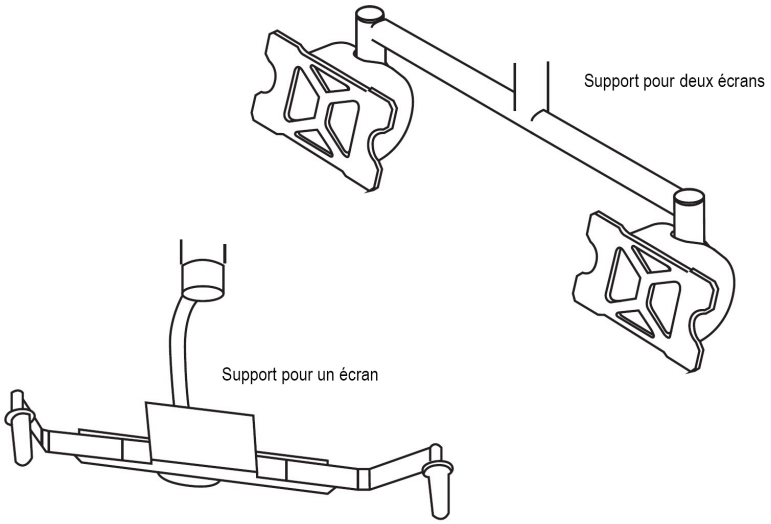
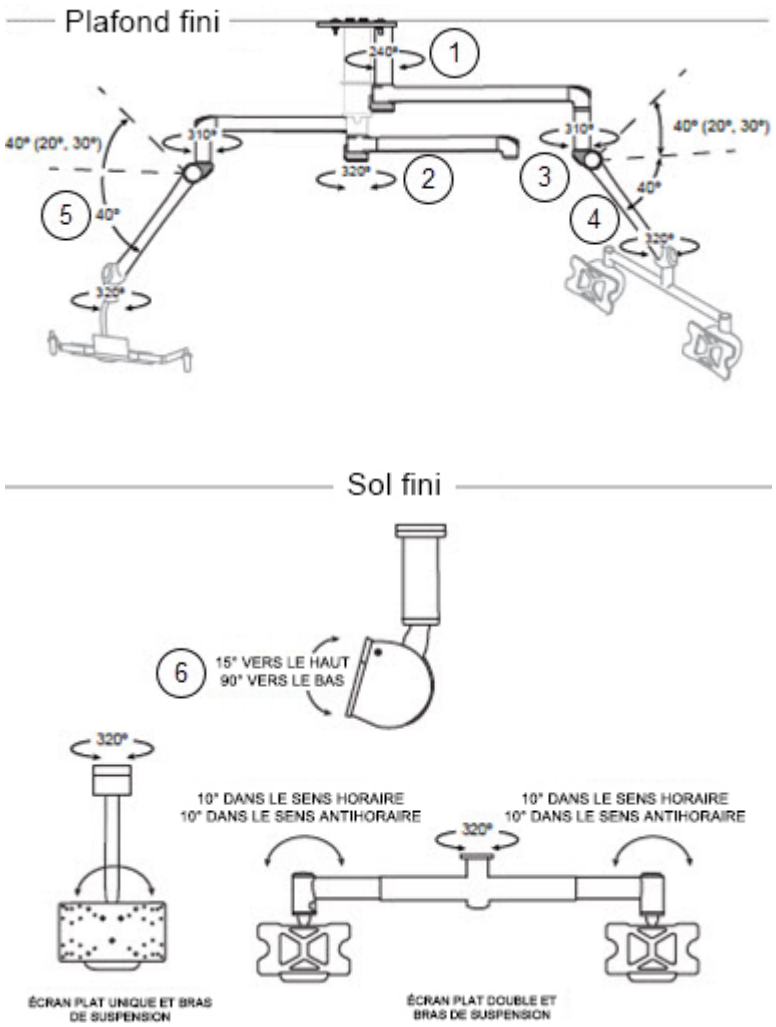

Figure 6-47. Bras pour écran du système d’éclairage chirurgical HarmonyAIR™ A-Series, partie 1
Figure 6-48. Bras pour écran du système d'éclairage chirurgical HarmonyAIR™ A-Series, partie 2
Consultez les *Figure 6-47* et *Figure 6-48*. Les bras de support pour écran peuvent bouger de la façon suivante : (1) rotation de 240° au niveau de l'axe de rotation secondaire ; (2) rotation de 320° au niveau de l'axe de rotation central ; (3) rotation de 310° au niveau du bras d'extension horizontal ; (4) rotation de 320° au niveau de la rotation bras à ressort/étrier ; (5) déplacement vers le haut ou le bas en pivotant au niveau de l'articulation du bras à ressort jusqu'à 40° (butées à 20°, 30°) vers le haut et 40° vers le bas. L'étrier pour écran permet également (6) une inclinaison de 15° vers l'arrière (haut) et 90° vers l'avant (bas).